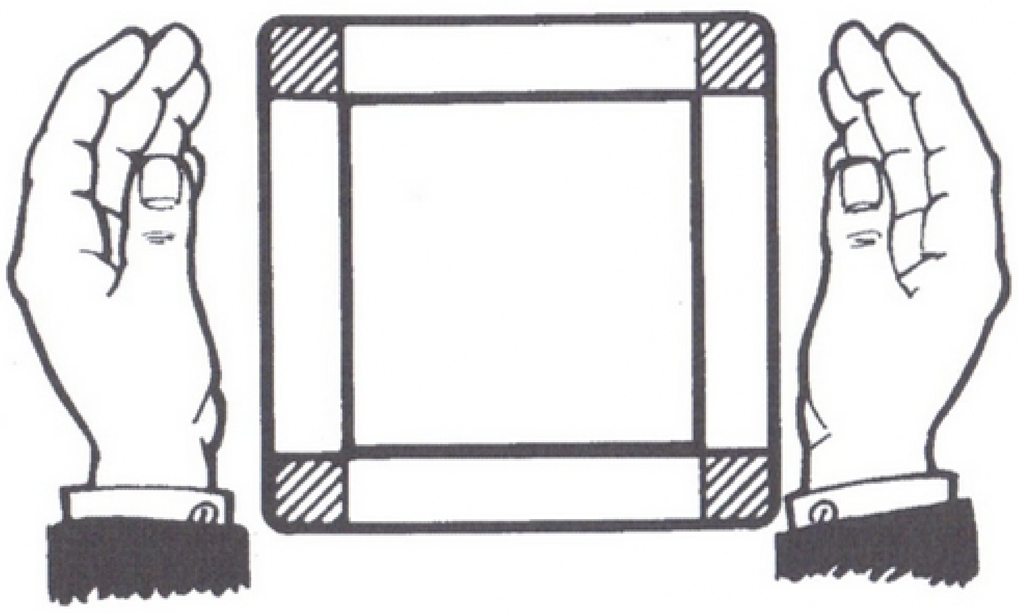

Abb. 2
2) Verwendet eure Hände um Hindernisse um den Stuhl herum zu bilden, wie in Abb. 2 gezeigt. Drückt erneut auf das Oberteil des Stuhls. Was geschieht jetzt?